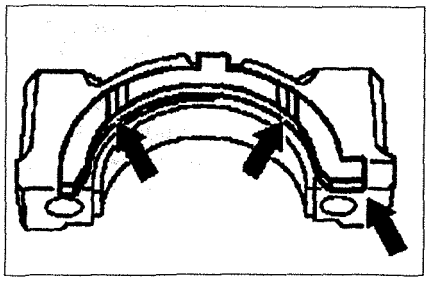

Рис. 2.64. Расположение нижних регуляторов осевого зазора в блоке цилиндров.
3. Смажьте нижние регуляторы зазора маслом и установите их в пазы в крышках коренных подшипников. Оба смазочных канала (**стрелки**) должны быть направлены в сторону щеки коленчатого вала (см.рис.2.64).